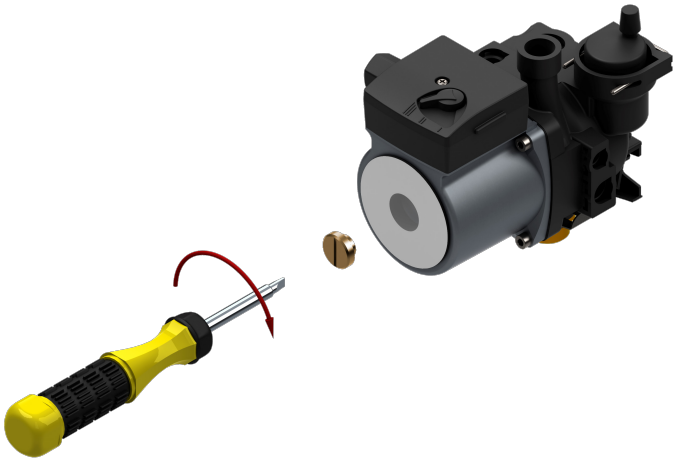

Рис. 5 *Проверка циркуляционного насоса*
- При давлении свыше 2 бар открыть клапан дренажный (21), см. п. 13.1 на стр. 25, понизив давление до 1,5 бар. При давлении ниже 1 бар – открыть кран подпитки контура отопления (16) и закрыть кран при достижении давления от 1 до 1,5 бар;
- не блокирован ли насос. Для этого при помощи отвёртки открутите заглушку насоса и повращайте его вал несколько раз в разные стороны (см. рисунок 5). Затем плотно закрутите заглушку. При выполнении данной операции возможны протечки теплоносителя из насоса, после установки заглушки необходимо удалить остатки теплоносителя с компонентов котла (протереть);